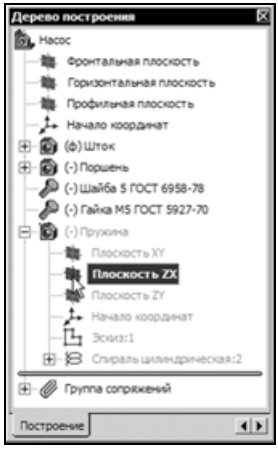

Рис. 8.38
- В дереве построения на ветви **Пружина** укажите элемент **Плоскость ZX** (рис. 8.38) и нажмите кнопку **Новый эскиз** на инструментальной панели **Стандартная**. Обратите внимание, что деталь в состоянии редактирования — ее пиктограмма в дереве построения отмечена "галочкой".